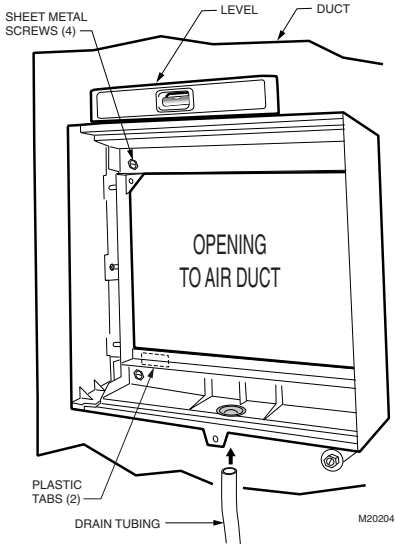

**Fig. 5. Installing humidifier on duct.**
8. Make sure the humidifier housing is level, then position it in the opening so the plastic tabs are in place on the *lower sheet metal edge* of the opening. Use pliers, as necessary, to flatten cut edges. See Fig. 5.